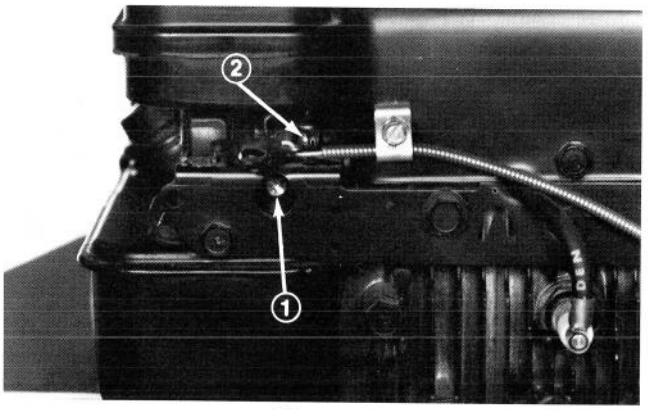

Figure 39
1. Needle Valve – Close valve by gently rotating it clockwise (Fig. 39).